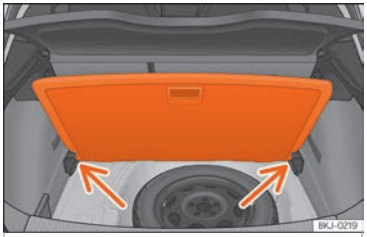

Fig. 167 Piso variável da bagageira: posição inclinada.
- Com o piso variável na posição alta, levante pela pega (1), puxe-o e empurre para o encosto dos bancos traseiros até que o piso dobre pela linha da dobradiça e a parte móvel do piso assente sobre o mesmo.
- Apoie o piso sobre os alojamentos previstos para o efeito ››› **Fig. 167** (setas).